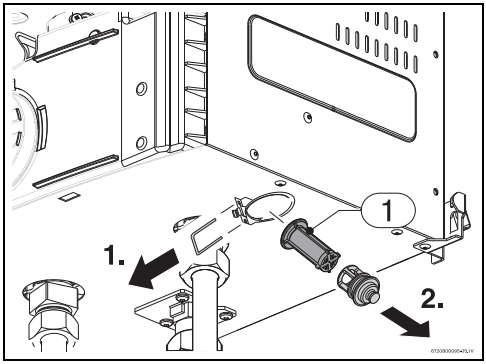

Рис. 47
- Прочистите водяной фильтр. Рис. 47 .